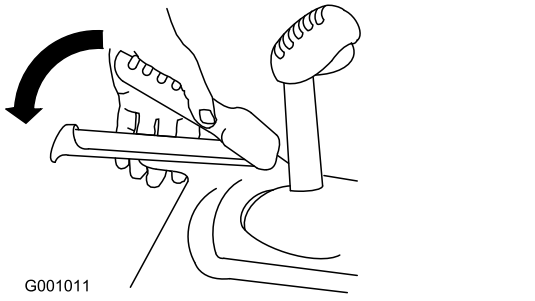

**Figura10**
3. Apăsai maneta din stânga (maneta de traciune) către mâner (Figura10).
6. Apăsai maneta din stânga (maneta de traciune) către mâner (Figura10).